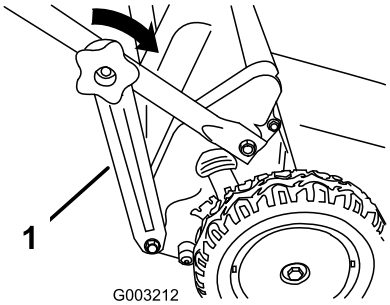

Figura 15
3. Montate le manopole della sezione inferiore della stegola e serratele a fondo, a mano (Figura 15).